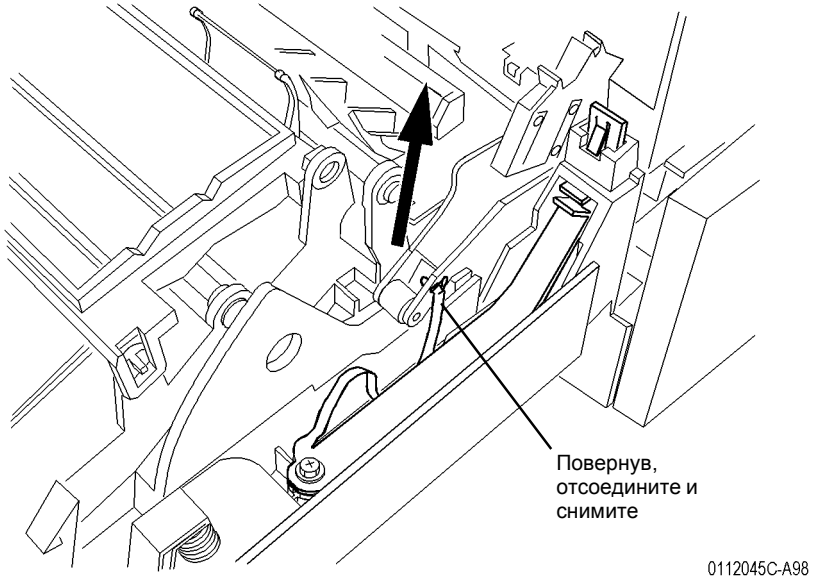

Рисунок 2 Отсоедините держатели
4. Отсоедините держатель (Рисунок 2).